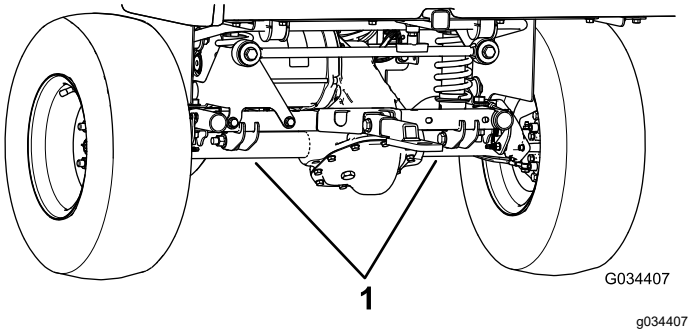

Figur 25
- Løftepunktet bagest på maskinen findes under akselrørene (Figur 25).